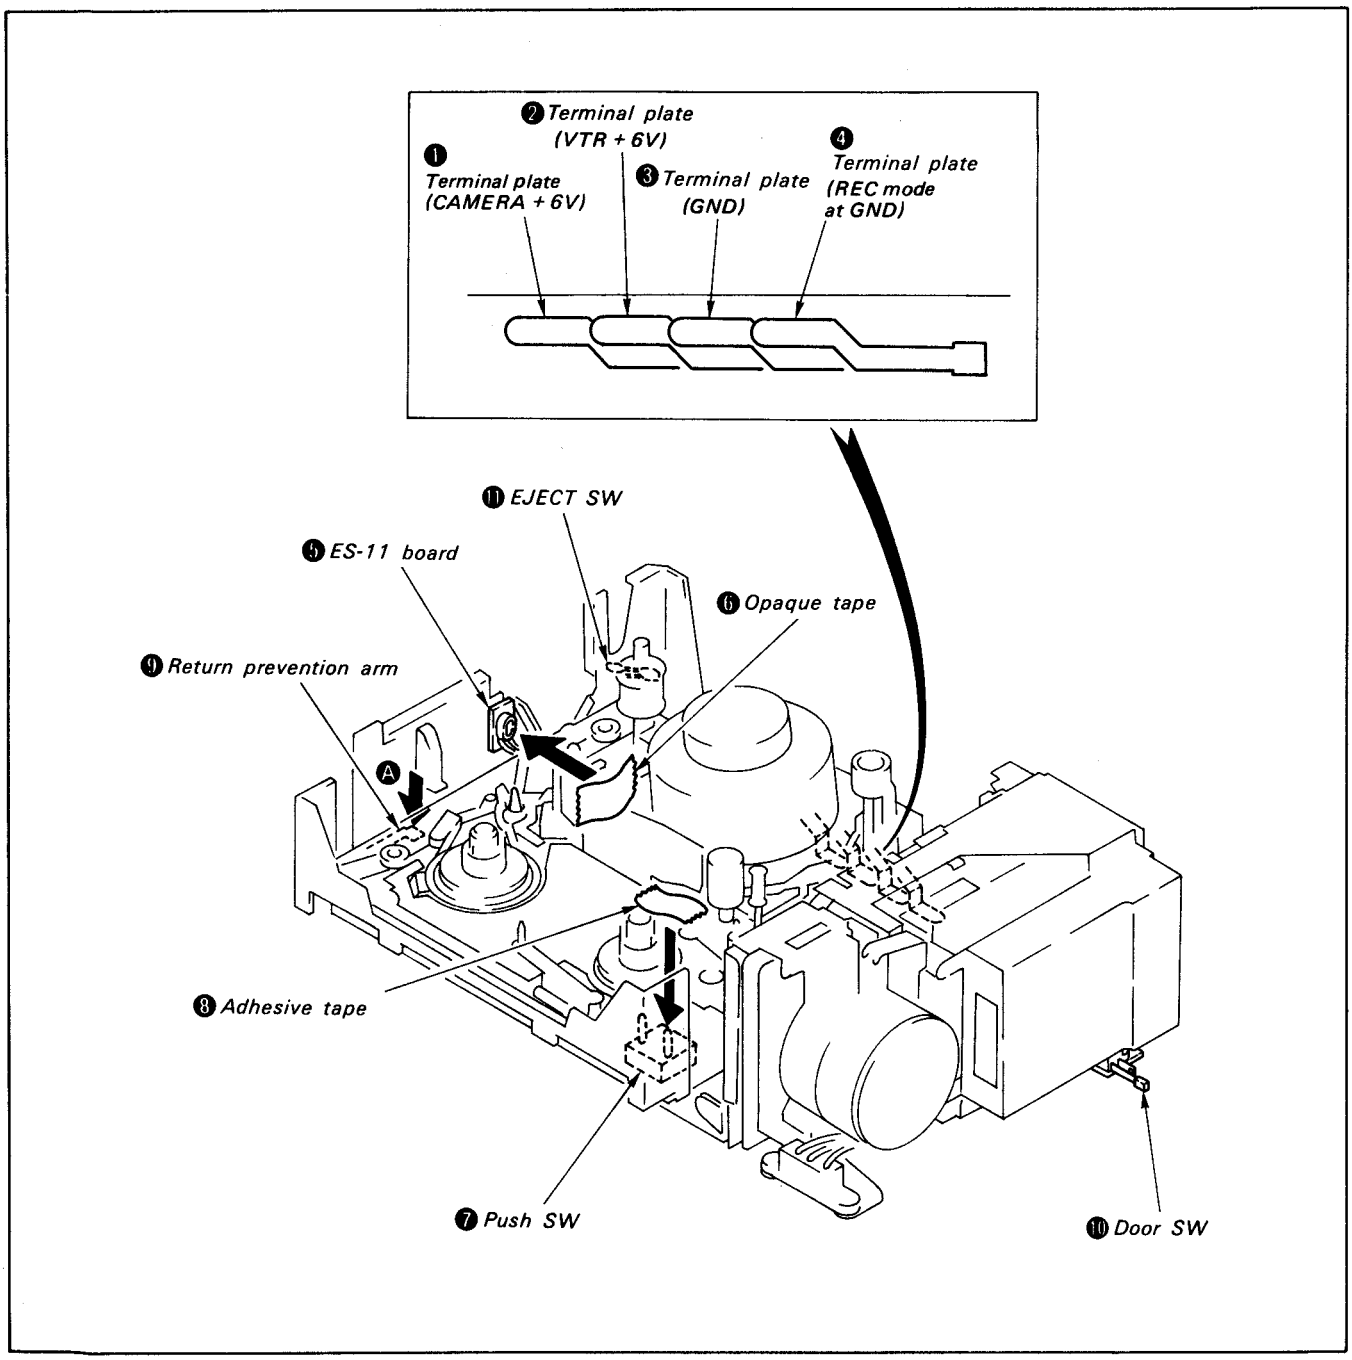

Fig. 2-6
1) Apply +6V to terminal plates ❶ and ❷ and 0V to terminal plate ❸.
2) Stick an opaque tape ❻ onto the tape end sensor of the ES-11 board ❺ and blindfold.
3) Secure with adhesive tape ❽ with the pin of push SW ❼ being in the pushed state.
4) Press in the return prevention arm ❾ in the direction of arrow Ⓐ. (Set becomes into loading state.) (See Fig. 2-6)